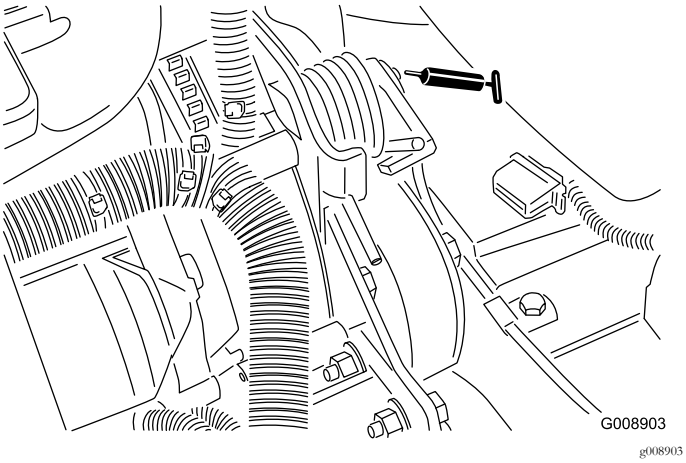

Figur 59
- Remspændingsdrejetap (Figur 59)